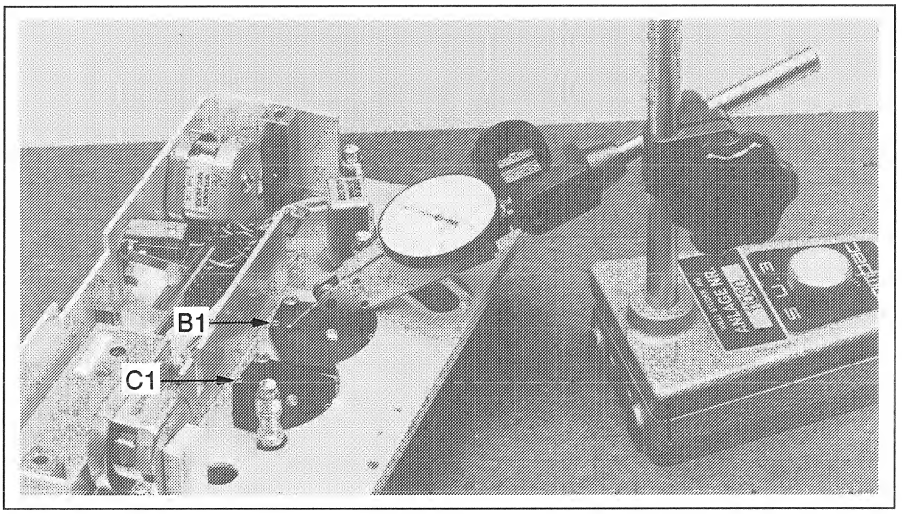
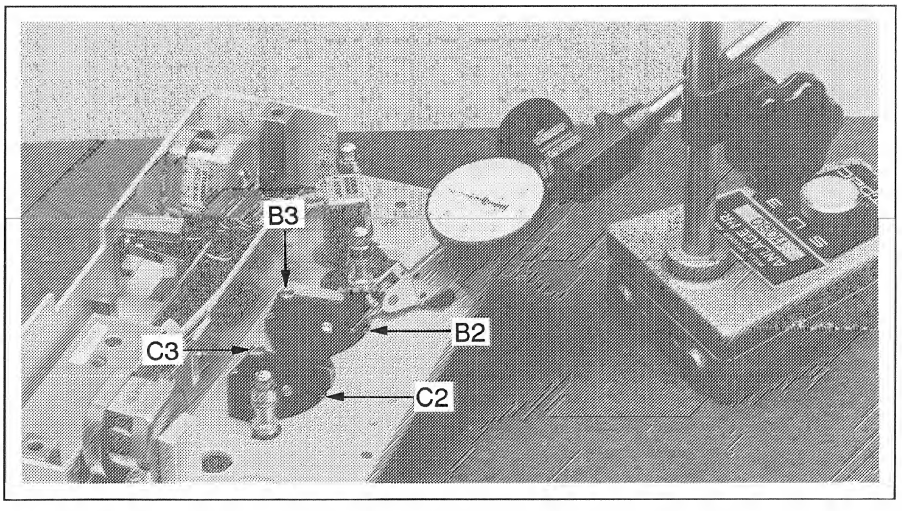

Fig. 3.4.42 Taumelplatten einstellen: Schrauben B1, C1
Fig. 3.4.43 Taumelplatten einstellen: Schrauben B2, C2. Azimut-Voreinstellung B3, C3.
- Auf der Richtplatte den Messtaster vorsichtig gemäss Fig 3.4.42 auf die Taumelplatte setzen.
- Den Messtaster gemäss Fig. 3.4.43 neben der Schraube **B2** bzw. **C2** ansetzen. Mit der Stellschraube **B2** bzw. **C2** auf Messwert 0 einstellen.
- Ist der Pegelunterschied grösser als 6dB, kann die Höhe des Wiedergabekopfes mit den Schrauben C1 und C2 nachjustiert werden. Siehe Fig. 3.4.42 und Fig. 3.4.43 im Kapitel "Einstellungen am Kopfträger". Beide Schrauben müssen in der gleichen Richtung um gleichviel gedreht werden (Drehwinkel beachten!) 10 Grad Drehwinkel entsprechen 0,01mm Höhenverstellung.